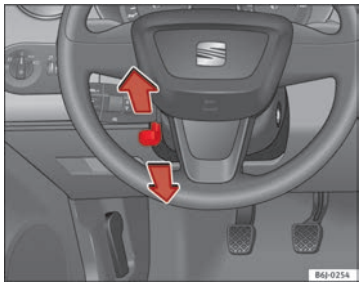

Fig. 97 Ajuste de altura del volante
– Tire hacia abajo de la palanca ⇒ fig. 97 situada debajo de la columna de dirección ⇒ ⚠.
– Ajuste el volante hasta alcanzar la posición deseada ⇒ fig. 97.
• Ajuste el asiento del conductor o el volante de modo que quede una distancia mínima de 25 cm entre el volante y el tórax ⇒ fig. 97. ¡Si no respeta la distancia mínima, el airbag no le protegerá adecuadamente y corre peligro de muerte!